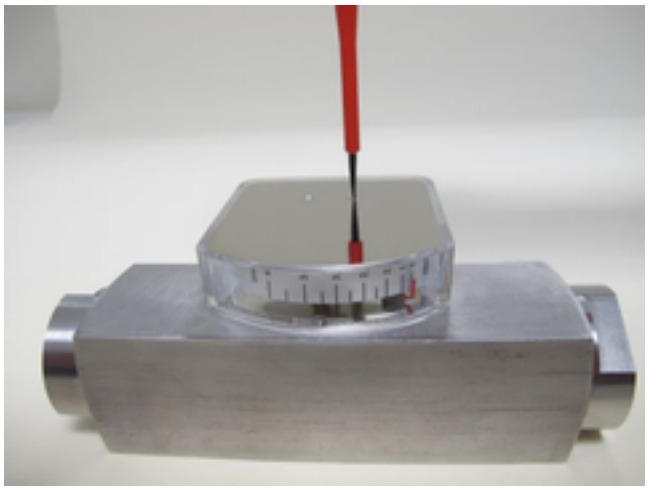

Fig. 66: Tighten the cover plate
25. Screw in and tighten the fixing screw of the display housing cover (*Fig. 66*), observing the proper torque (➡ *Chapter 11.1 "Tightening torque" on page 93*).